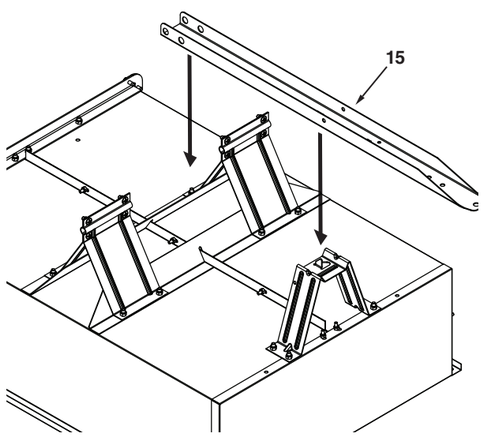

Figure 13
STEP 13 (SEE FIGURE 13): Position the cart bed upside down and place the draw bar tongue (15) as shown in figure 13.